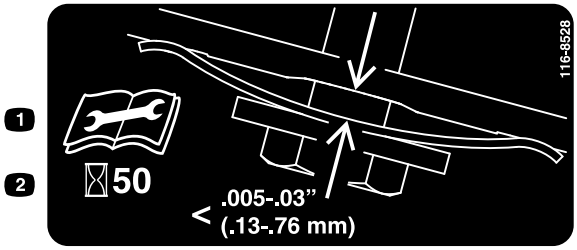

Рисунок 29
3. Прижмите комплексный калибр для измерения зазора в пределах от 0,13 до 0,76 мм (от 0,005 до 0,03 дюйма) к стенке, а затем сдвиньте его вниз позади пружины натяжения ремня; см. Рисунок 29.